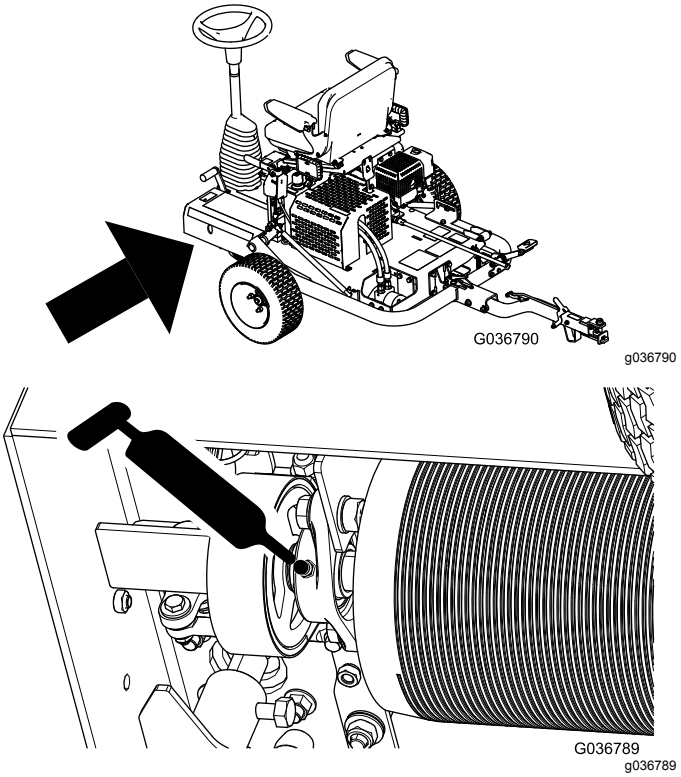

図 25
3. 図 25 のようにしてフィッティングからグリスを注入する。